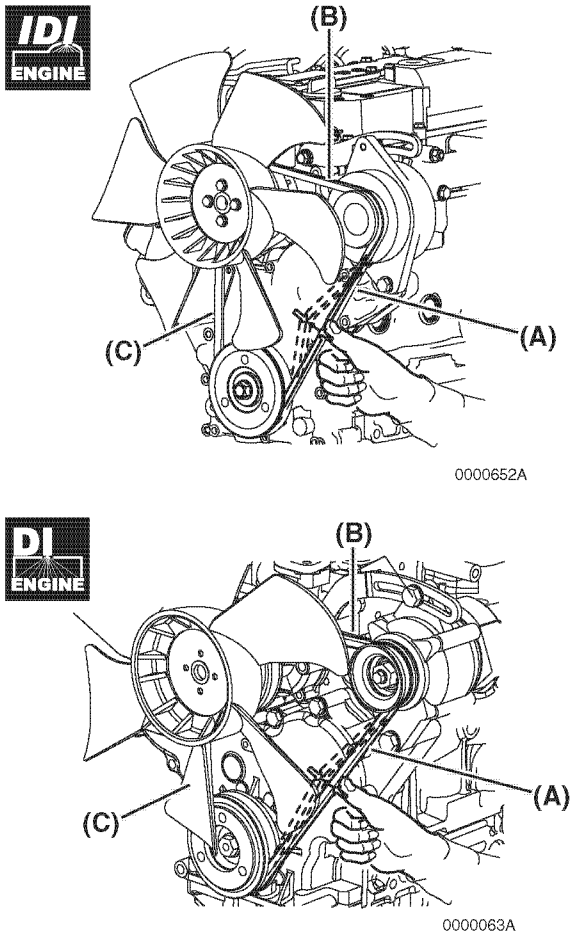

*Figure 4*
There are three positions to check for V-belt tension **(Figure 4, (A), (B) and (C))**. You can check the tension at whichever position is the most accessible. The proper deflection of a used V-belt at each position is: